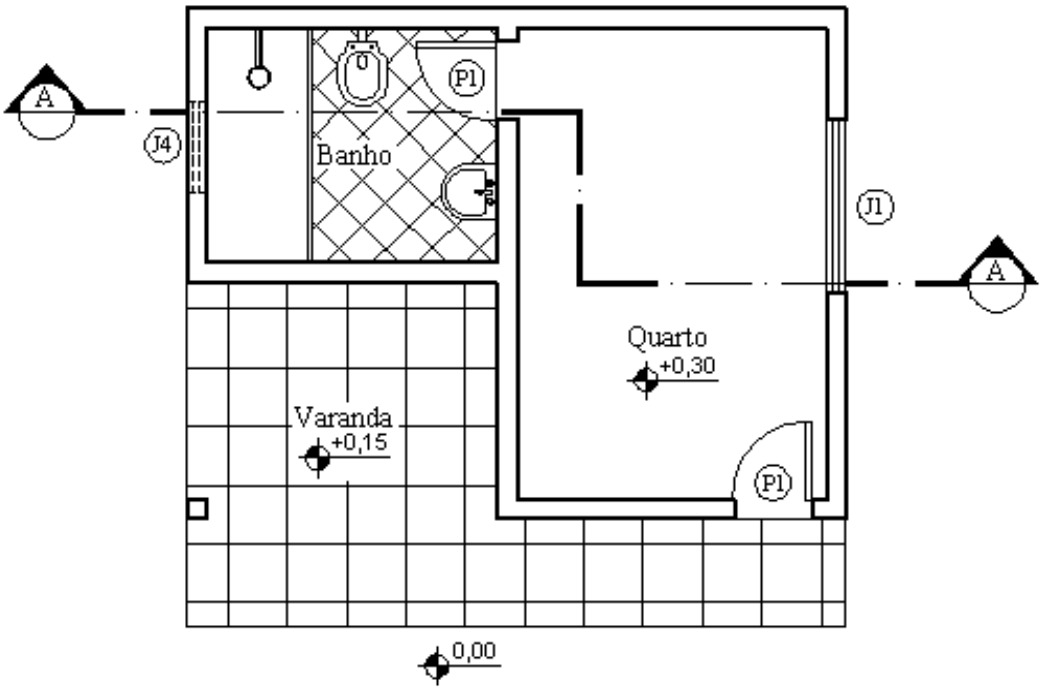

FIGURA 21
C.1.22) Linha de Corte: A marcação da linha de corte deverá ser indicada com linha traço – ponto fina, devendo, contudo, ser com traço grosso nas extremidades e na mudança de direção. Somente será permitida uma única mudança de direção da linha de corte, dentro de um mesmo cômodo (FIGURA 21):